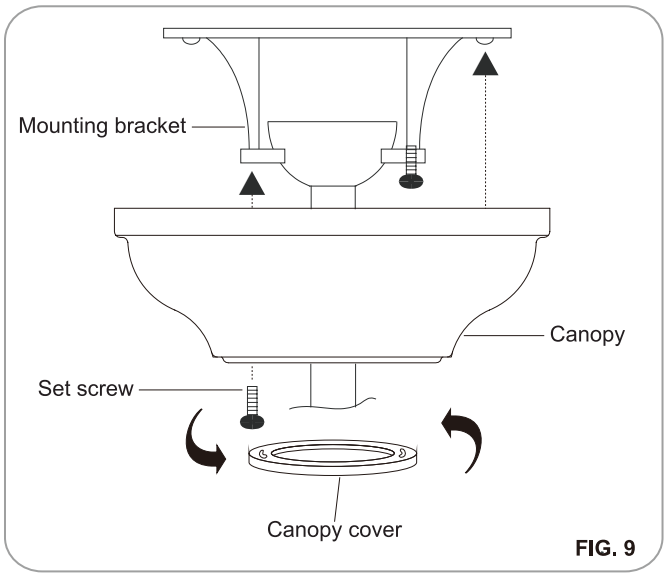

FIG. 9
Step 2. Carefully raise the canopy up to the mounting bracket, and ensure the loosened screw is inserted into the key hole on the canopy. Rotate the canopy clockwise. (Fig. 9)
Step 3. Secure the canopy by replacing the screw previously removed and tightening the screw previously loosened. (Fig. 9)
Step 4. Place the canopy cover on the canopy, and rotate the canopy cover clockwise until it locks into position. (Fig. 9)